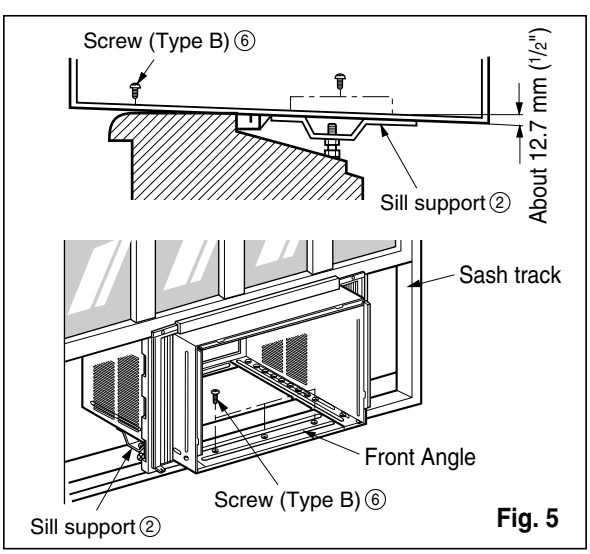

Fig. 5
6. The cabinet should be installed with a very **slight tilt (about 12.7 mm(1/2"))** **downward** toward the outside (See Fig. 5).